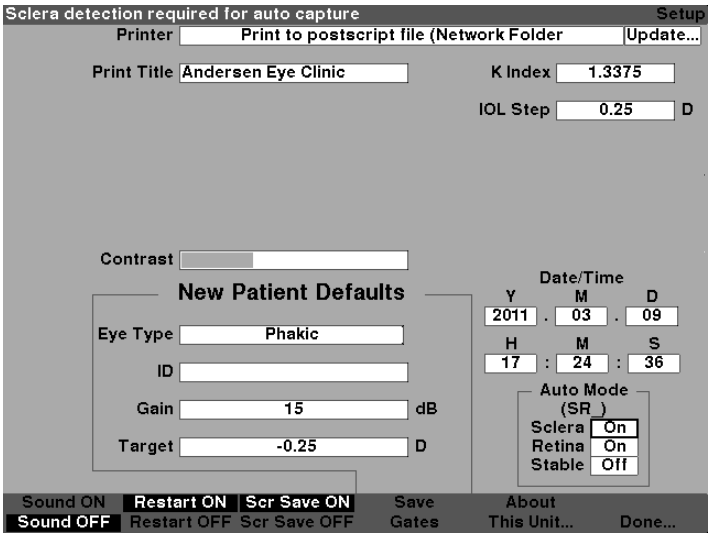

Figure 5-70 Auto Mode - "Sclera" On
4. Press the knob or the √ button, to save the adjusted setting and to deactivate the field as shown in figure 5-70.